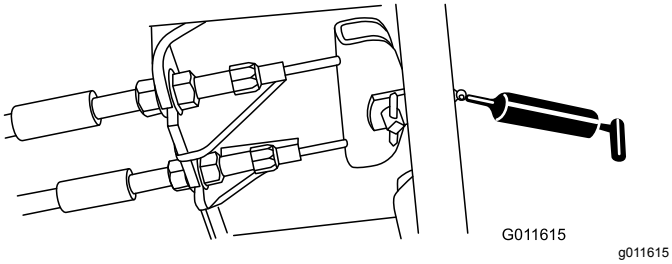

Рисунок 43
- Педаль тормоза (1 шт.) (Рисунок 43)